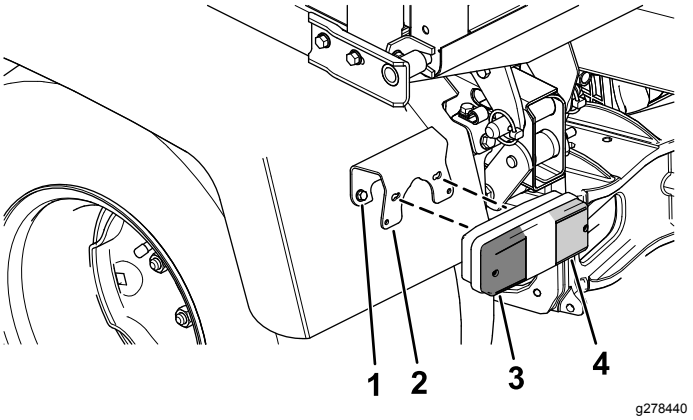

Figura 2
2. Instale la luz trasera de freno/de intermitente en el guardabarros con el soporte y 2 tornillos (Figura 2).
Nota: Asegúrese de que la lente roja (luz de freno) se coloca en el interior y la lente ámbar (luz de intermitente) se coloca en el exterior (Figura 2).